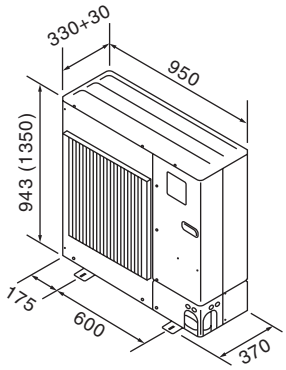

Fig. 2-2
2.3. Εξωτερικές διαστάσεις (Εξωτερική μονάδα) (Fig. 2-2)